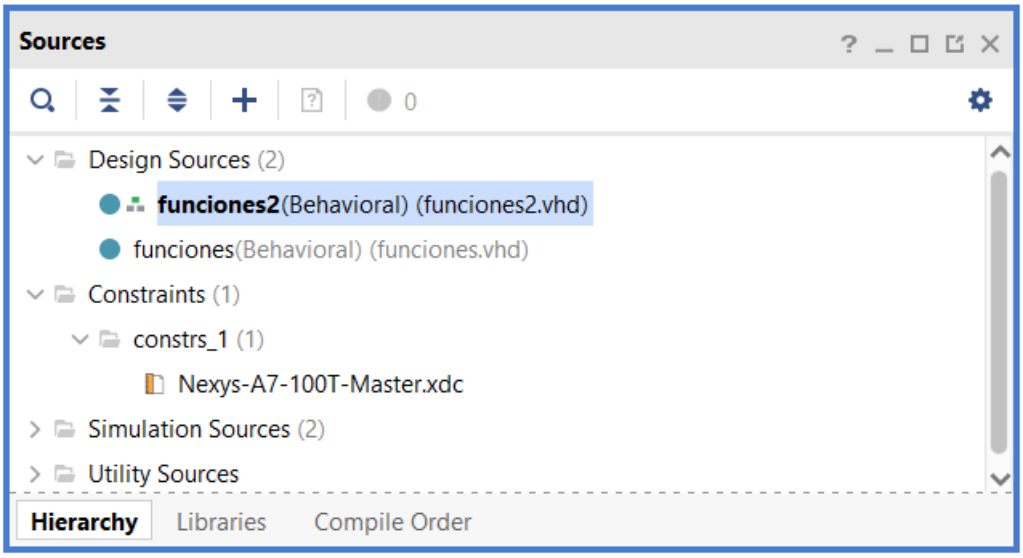

Figura 20. Captura de pantalla de selección del bitstream.
1. Seleccionar *funciones2.vhd* como top module en la ventana de jerarquía. Para ello se hace uso del comando *Set as Top* haciendo clic con el botón derecho en *funciones2.vhd*. Realizando esta operación, *funciones2* aparece en negrita y con el icono de *top level* a su izquierda (Figura 20).